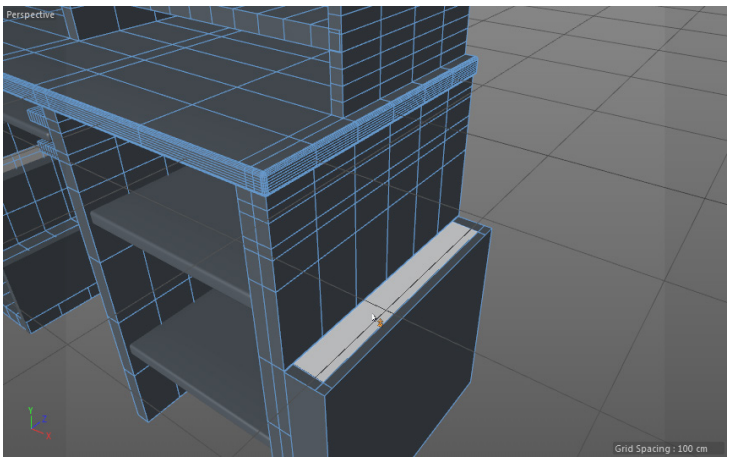
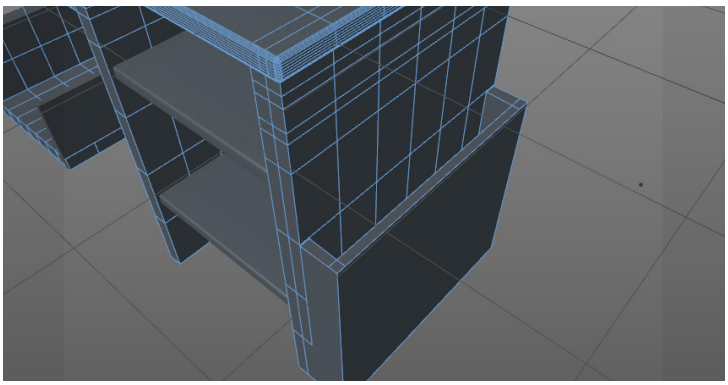

Figure 3-61 *Highlighted polygon*
Figure 3-62 *Dragging the highlighted polygon downward*
7. Hover the cursor on the polygon; the polygon is highlighted, as shown in Figure 3-61. Next, hold the CTRL key and drag the highlighted polygon downward, as shown in Figure 3-62.